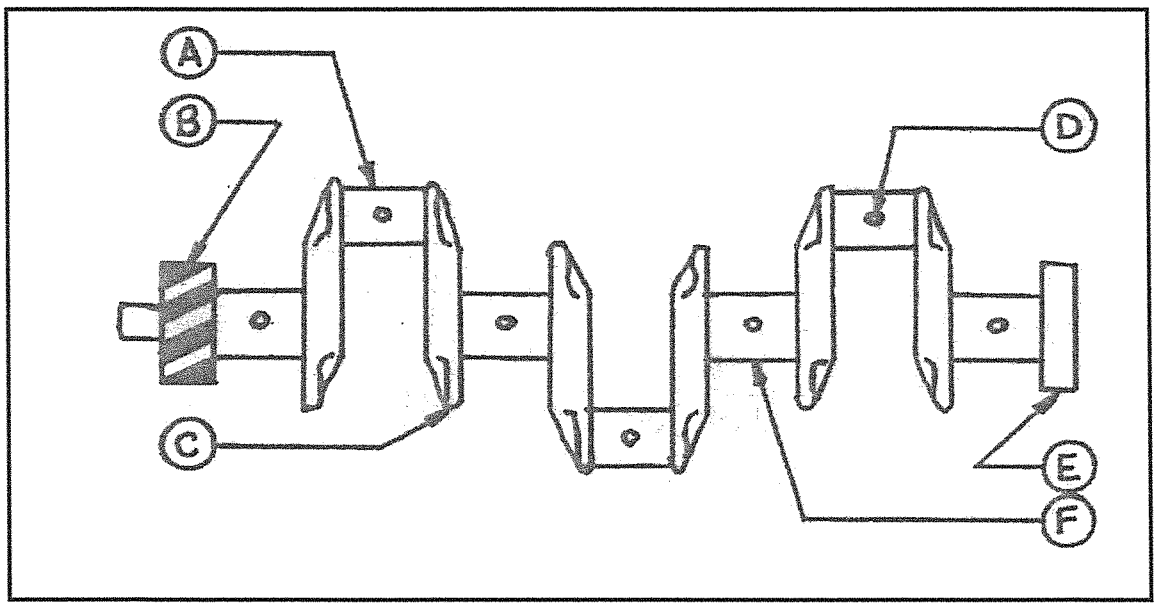

FIGURE 2 (6)
2.1 FIGURE 2 below, shows a sketch of a crankshaft of an internal combustion petrol engine. Name the parts marked (A–F) in the ANSWER BOOK.